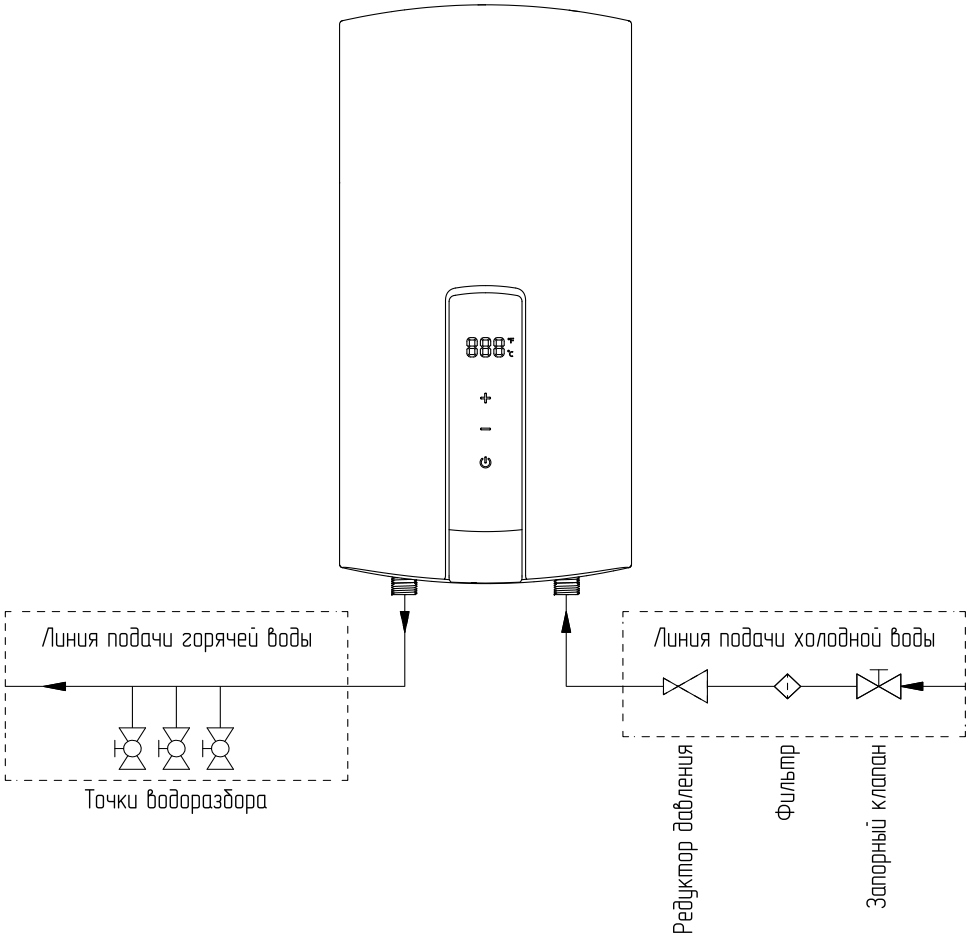

Рис.4 Последовательность подключения системы водоснабжения
- Подсоедините водопроводную трубу к патрубкам для входа и выхода воды. Последовательность подключений обозначена на **Рис.4**.